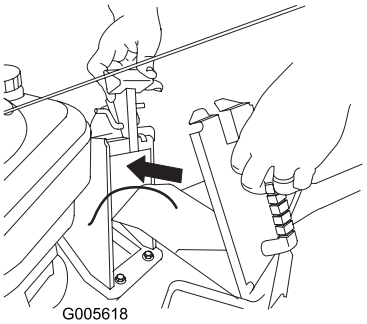

Figur 22
1. Åpne utløpsluken ved å flytte lukens håndtak bakover (Figur 22).
2. Hold utløpsluken helt åpen og sett inn pluggen (Figur 22).